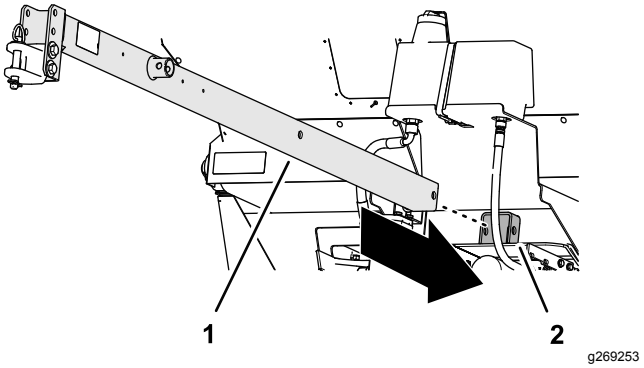

Figuur 3
1. Breng de koppeling aan door de voorste houderbuis, het frame van de machine en de achterste houderbuis (Figuur 3).